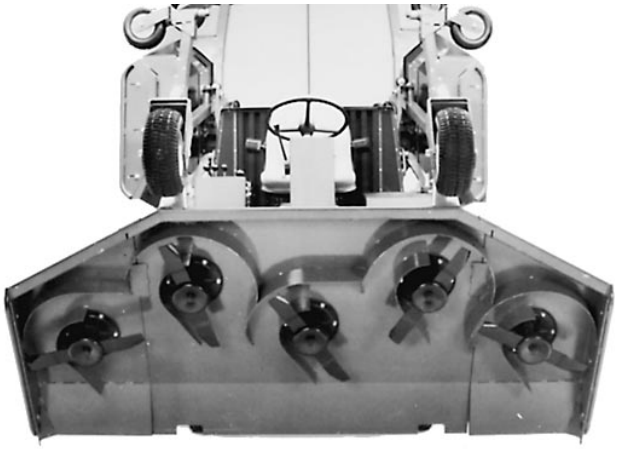

Afbeelding 56
N.B.: Hoewel dit niet nodig is bij normale onderhoudswerkzaamheden, kan het frontmaaidek worden gedraaid (gekanteld) in een geheel verticale positie (Afb. 56). Als u het maaidek wilt kantelen, moet u als volgt te werk gaan:
6. Het maaidek moet door minstens twee personen worden gekanteld. Pak de voorkant van het maaidek vast en zet deze in een verticale positie (Afb. 56).